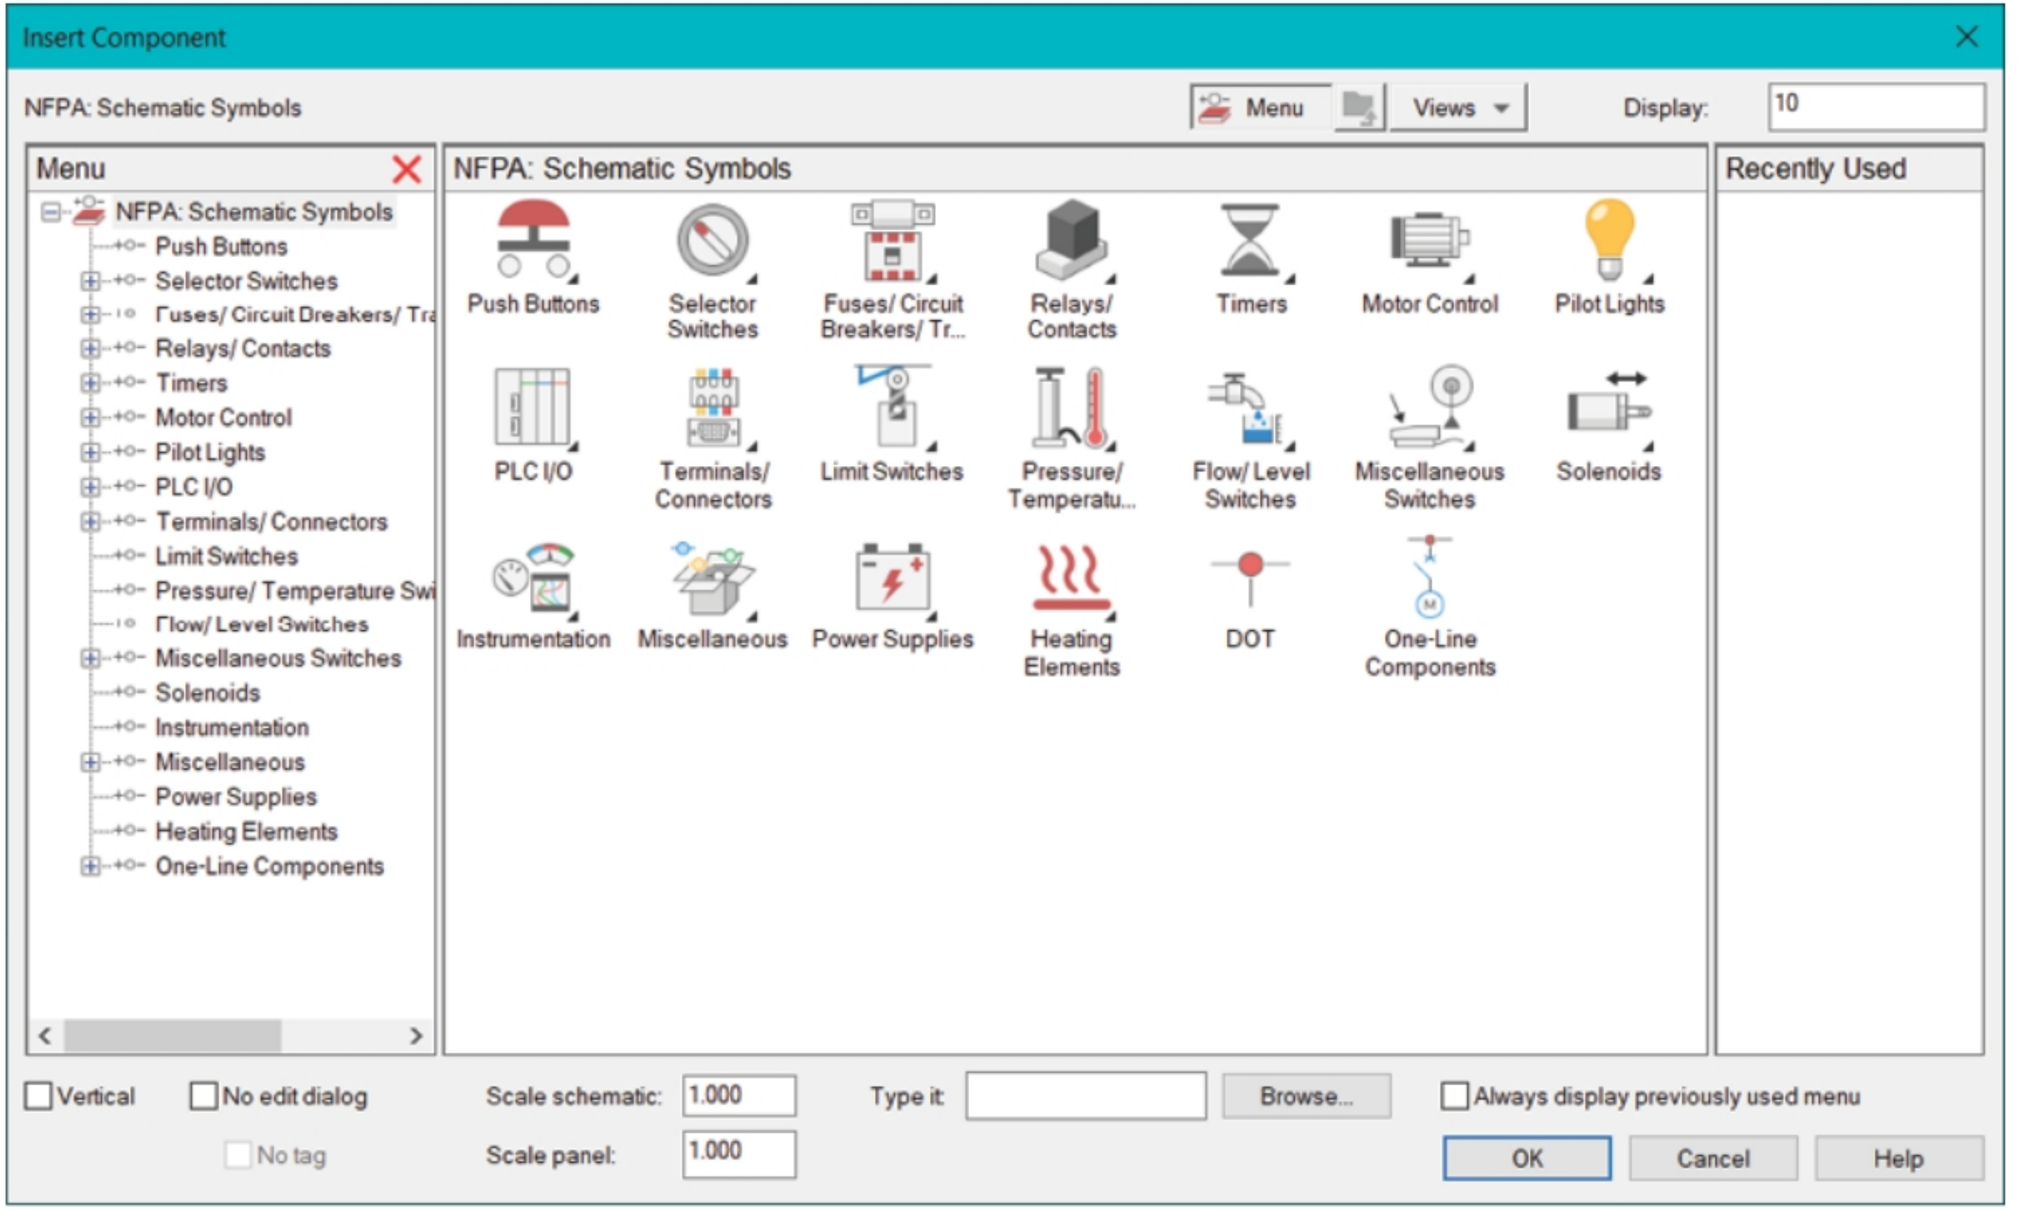

Figure-8. Insert Component window
- Click on the **Icon Menu** tool from this menu. The **Insert Component** window will be displayed; refer to Figure-8.